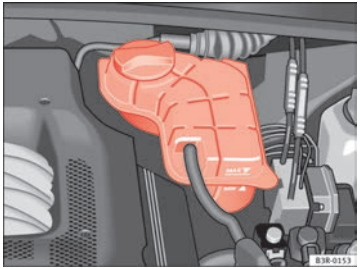

Fig. 168 Engine compartment: Coolant fluid deposit
– Check the coolant level on coolant fluid expansion tank ⇒ fig. 168. When the engine is cold, it should be between the “min” and “max” marks. When the engine is hot, it may be slightly above the “max” mark.
– Cover the cap on the expansion tank ⇒ fig. 168 with a cloth, and **carefully** unscrew the cap anti-clockwise ⇒ ⚠.